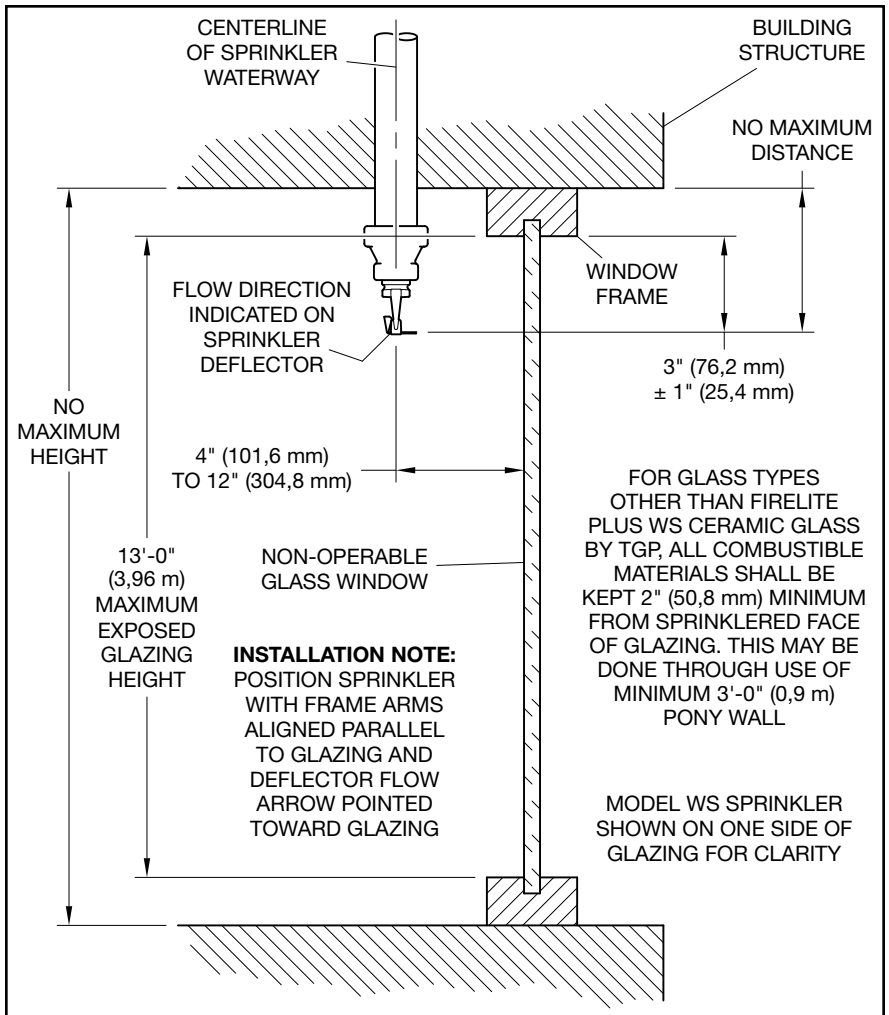

FIGURE 3D
- Pendent Vertical Sidewall: Locate 4 in. to 12 in. (101,6 mm to 304,8 mm) from the face of the glass and 3 in. ± 1 in. (76,2 mm ± 25,4 mm) down from the top of exposed glass. Refer to Figure 3D.